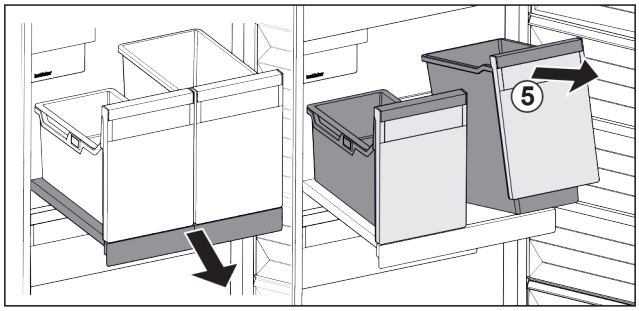

Fig. 84
- ▶ Lift the container *Fig. 84 (5)* at the front.